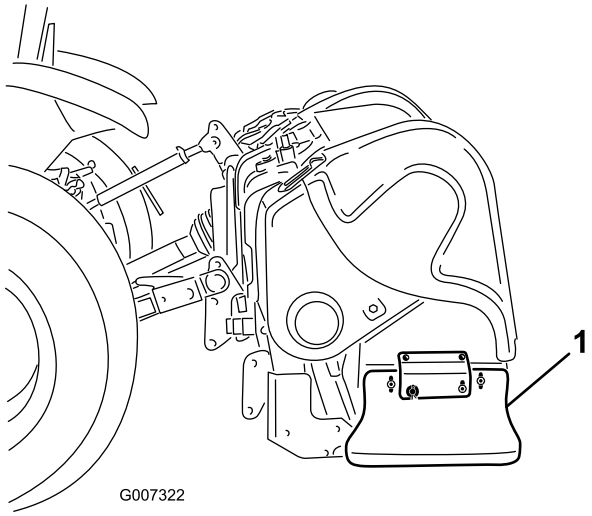

Figur 35
1. Løsne boltene og mutterne som fester sidebeskyttelsen til rammen (Figur 35).